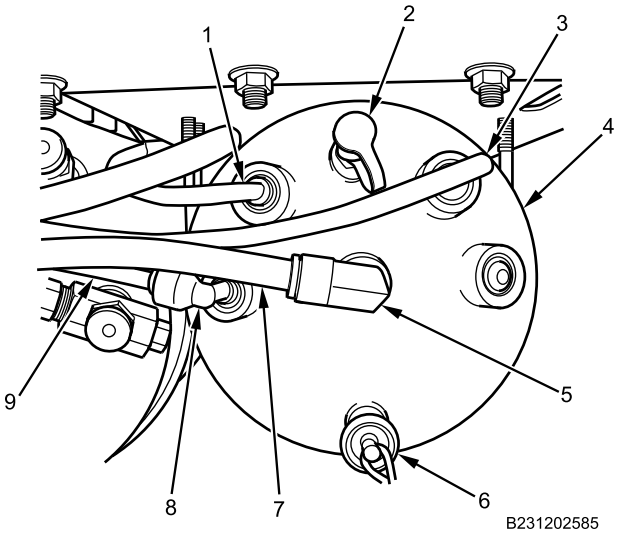

Figure 18. Supply Tank Air Lines and Fittings.
9. Install supply air tank drain fitting (Figure 18, Item 6) on supply air tank (Figure 18, Item 4) and tighten securely.
10. Install supply air tank safety valve fitting (Figure 18, Item 2) on supply air tank (Figure 18, Item 4) and tighten securely.
11. Install supply air tank angle plastic fitting (Figure 18, Item 8) on supply air tank (Figure 18, Item 4) and tighten securely.
12. Connect small BLACK air line (Figure 18, Item 9) on supply air tank angle plastic fitting (Figure 18, Item 8).
13. Install supply air tank angle metal fitting (Figure 18, Item 5) on supply air tank (Figure 18, Item 4) and tighten securely.
14. Connect large BLACK air line (Figure 18, Item 7) on supply air tank angle metal fitting (Figure 18, Item 5).
15. Connect supply-to-primary tank GREEN air line (Figure 18, Item 3) on supply air tank (Figure 18, Item 4).
16. Connect supply-to-secondary tank small ORANGE air line (Figure 18, Item 1) on supply air tank (Figure 18, Item 4).